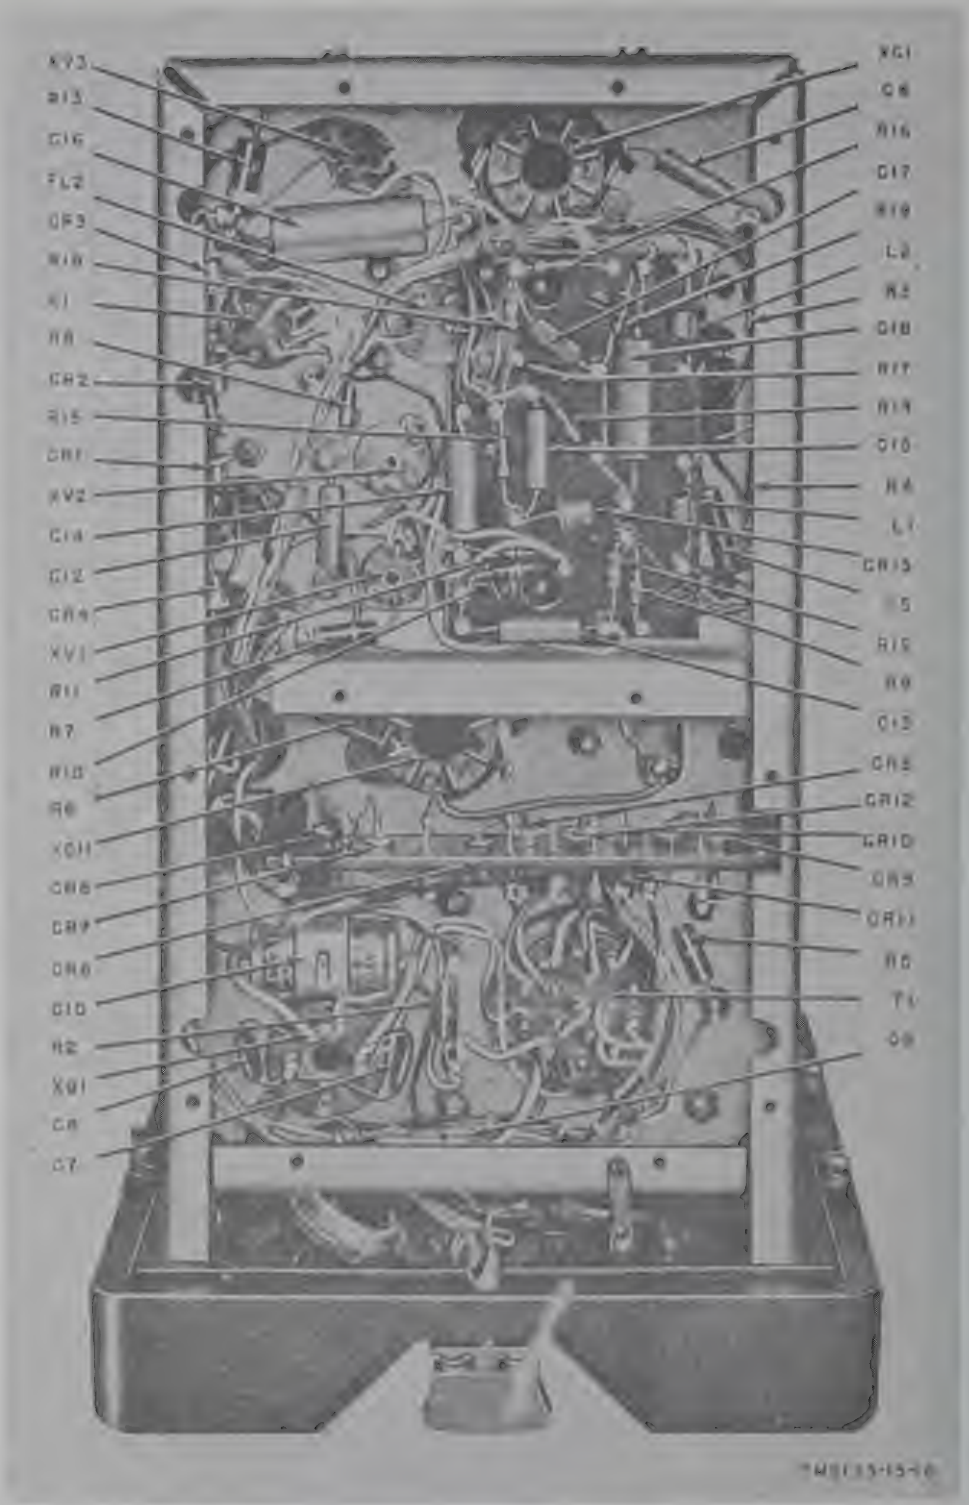

Figure 23. Lower level chassis, bottom view, component location.
c. Removal of Bottom Plate. To gain access to components in the lower level chassis (fig. 23), remove the 12 screws that hold the bottom plate.